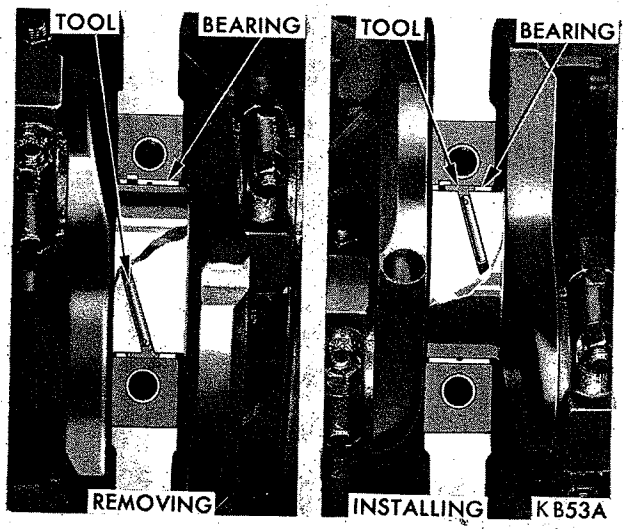

*Fig. 48—Removing or Installing Upper Main Bearing*
(1) Remove oil pan and mark bearing caps before removal.
(2) Remove bearing caps one at a time. Remove upper half of bearing by inserting Tool C-3059 (Fig. 48) into the oil hole of crankshaft.
(3) Slowly rotate crankshaft clockwise, forcing out upper half of bearing shell.
(1) Start bearing in place, and insert Tool C-3059 into the oil hole of crankshaft, (Fig. 48).
(2) Slowly rotate the crankshaft counterclockwise sliding bearing into position.
(3) After all bearings have been fitted, tighten all caps to 85 foot-pounds. The crankshaft end play should be .002 to .007 inch.